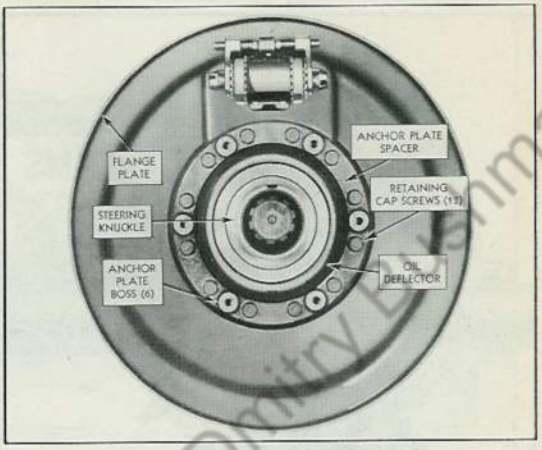

Fig. 10 Flange Plate Assembly—"Banjo" Type Axle
3. Remove six cap screws which attach brake shoe anchor plate to anchor plate spacer (48) and remove anchor plate and shoe assembly.
4. Remove 12 cap screws which attach brake shoe anchor plate spacer, inner oil deflector, brake flange plate and knuckle spindle to steering knuckle support. See Fig. 10. Remove spacer and oil deflector.
6. Remove knuckle spindle (46) and gasket (43).